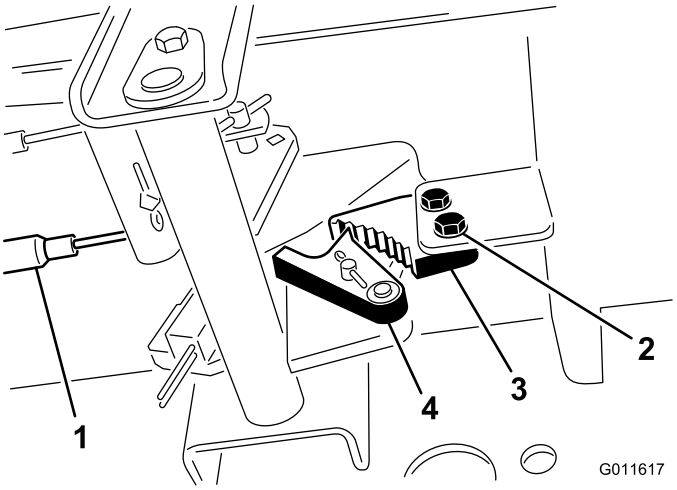

Figur 69
1. Lossa de två skruvar som håller fast parkeringsbromsens spärrhake på ramen (Figur 69).
2. Tryck parkeringsbromspedalen framåt tills bromsspärren griper in helt i parkeringsbromsens spärrhake (Figur 69).